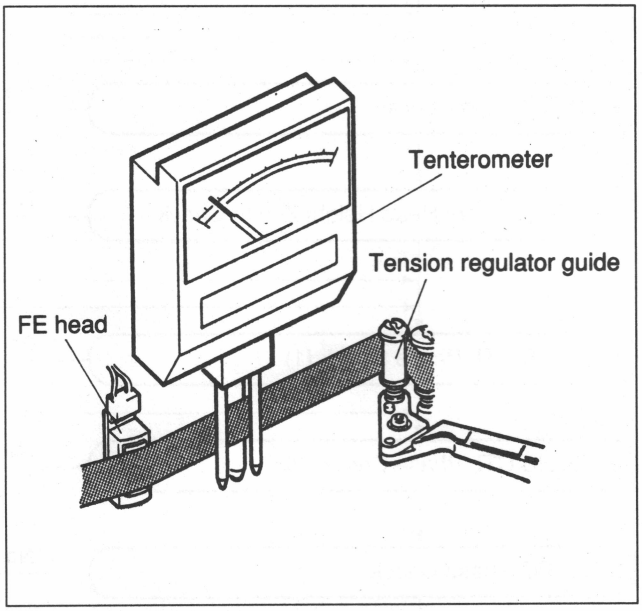

Fig. 8-2-1. Tape Tension Check/Adjustment
1. Thread a tape and put the set into the FWD mode. Insert a tentelometer between the FE head and tension regulator guide shown in Fig. 8-2-1 and measure the FWD back tension. In this case, check that the FWD back tension satisfies the specification.
1. Thread a tape and put the set into the REC mode. Measure the FWD back tension shown in Fig.8-2-1.
1. Thread a tape and put the set into the REV (X-1) mode. Measure the REV tension shown in Fig. 8-2-1. Operate the 21-key section on the control panel so that the REV tension satisfies the specification, then adjust.